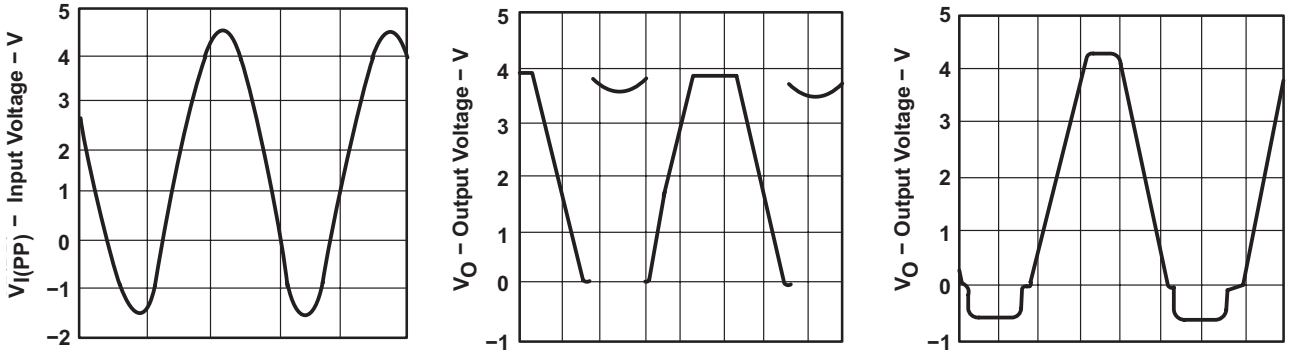

Figure 24. Voltage-Follower Response With Input Exceeding the Negative Common-Mode Input Voltage Range
2. When the input is more than 400 mV below ground (at T_A = 25°C), the input stage of similar operational amplifiers saturates, and phase reversal occurs at the output. This can cause lockup in servo systems. Because of unique phase-reversal protection circuitry (Q21, Q22, Q27, and Q28), the LT1013x outputs do not reverse, even when the inputs are at −1.5 V (see Figure 24).